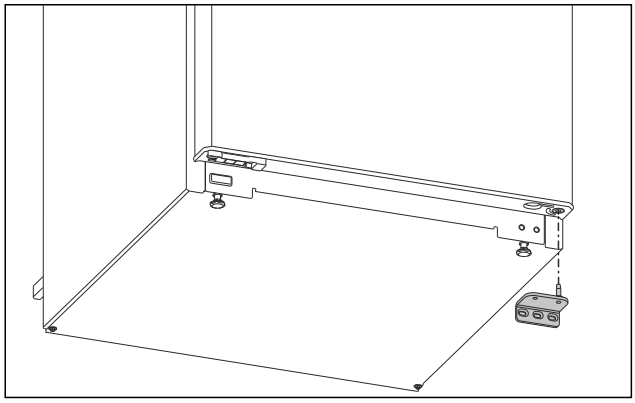

Fig. 7
▶ Fjern lagerbukken nedover. (se Fig. 7)